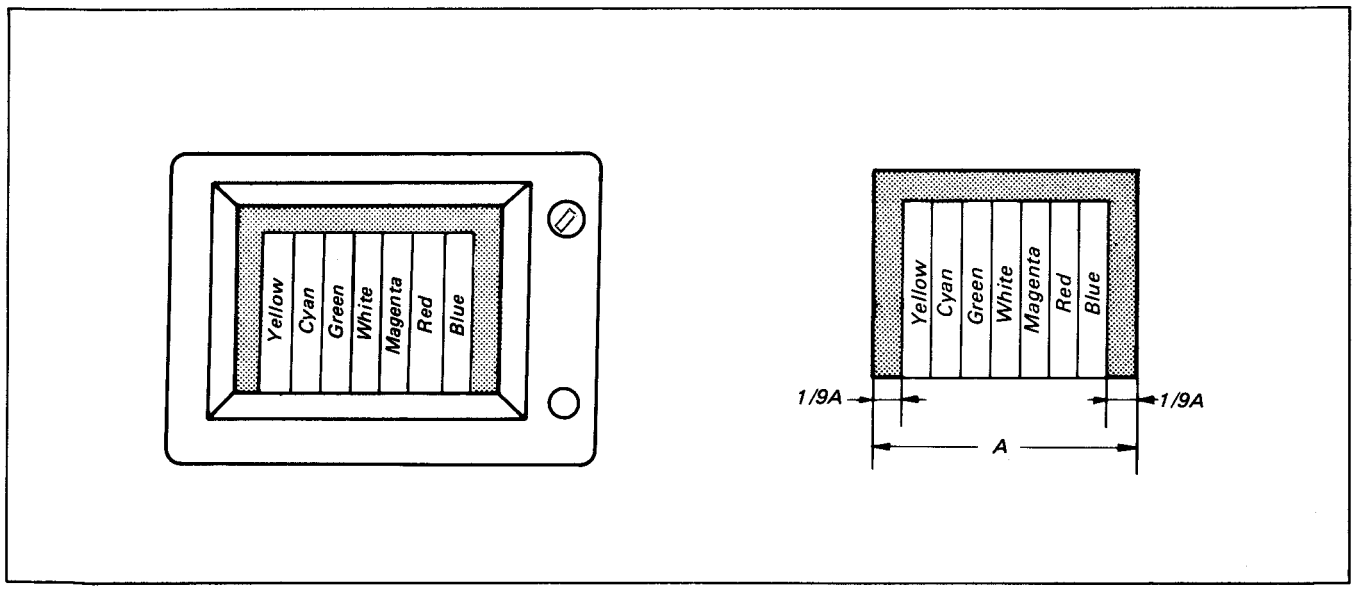

Fig. 1-11
1) When making adjustments by the use of a color bar chart, have the pattern frame adjusted in advance as shown in Fig. 1-11 (Standard Pattern Frame).